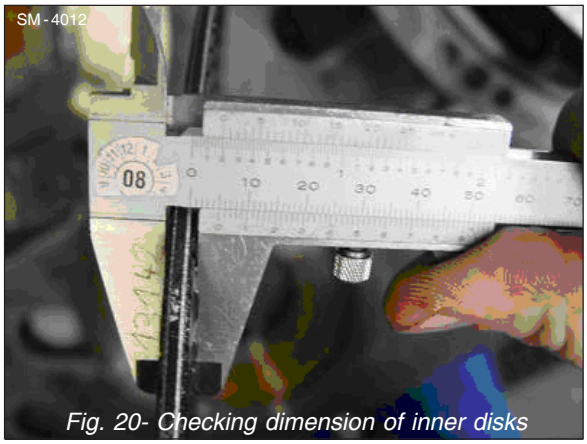

Fig. 20- Checking dimension of inner disks
13. All inner coated disks must be checked dimensionally. The complete thickness for coating disks in new condition is 5mm. If the coating disks thickness is less than 4.65mm, the disks must be replaced.Refer to Fig. 20 & 21